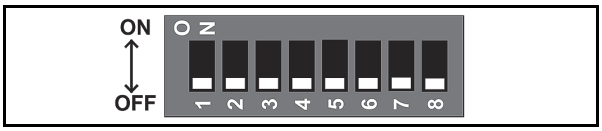

Figure 6-16 DIP Switches All OFF
2. Set all of the 8-Position DIP Switches to **OFF** (See Figure 6-16).